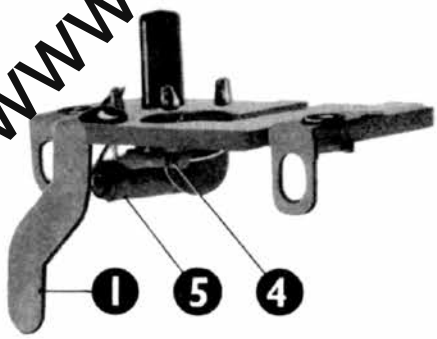

Abb. 37
Dieser neue Block - es handelt sich um ein sogenanntes selbstanlaufendes System - unterscheidet sich von dem Normalblock Modell AN durch zwei weitere zusätzliche Teile: ein Widerstand R1 von 220.000 Ohm und ein Elektrolytkondensator C von 25 Mikrofarad. Ebenso wie beim BN-Werk fällt der Verbindungsdraht weg und wird durch eine Anschlusslasche (1) ersetzt. In Abb. 37 sind diese 2 zusätzlichen Teile dargestellt: Widerstand (4) und Elektrolytkondensator (5).